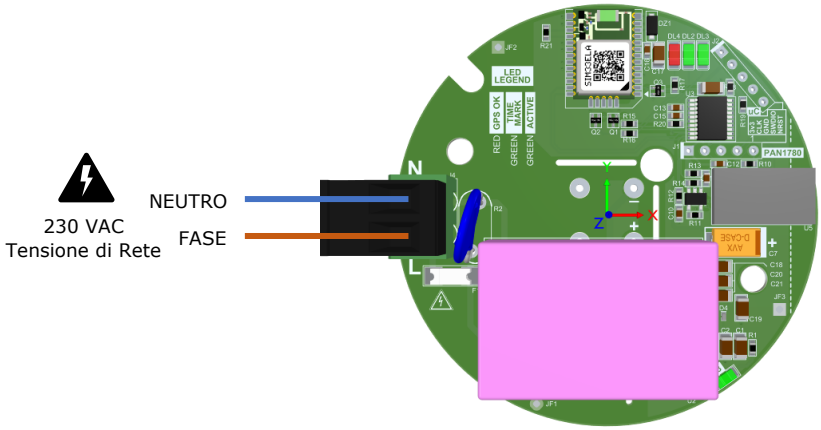

Figura 1: CBU-SKYTIME-IP Cablaggio dell'alimentazione
a. Inserire il cavo o i cavi di rete a 230 Vac nel pressacavo e cablare i fili Neutro (N) e Fase (L) ai terminali "N" e "L" del connettore AC IN interno (fare riferimento a Figura 1). Per serrare i fili del connettore, utilizzare un cacciavite a testa piatta da 3 mm o un cacciavite Phillips.